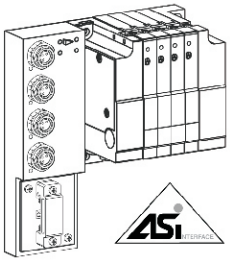

fig. 4
- **Protocolo AS-INTERFACE** (Fig. 4)